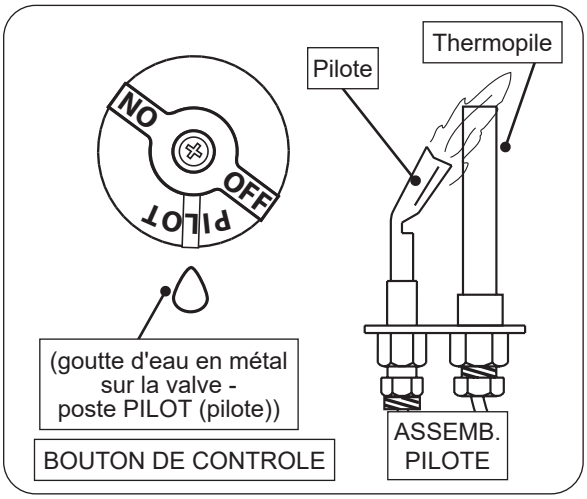

Fig. 47-1 Éclairage pilote
3. Localisez l'assemblage de la veilleuse sur le côté ou à l'arrière du bac du brûleur (voir Fig. 47-1).
4. Tournez le bouton de commande dans le sens antihoraire ↶ sur **PILOT (pilote)**. Appuyez **fermement et complètement** sur le bouton de commande et maintenez-le enfoncé. Tenez une allumette allumée à longue tige / un briquet au butane à long cou près du thermopile pour allumer la veilleuse.Continuez à maintenir le bouton enfoncé pendant environ une (1) minute après l'allumage de la veilleuse. Relâchez le bouton et il ressortira. La veilleuse restera allumée. Voir la Fig. 47-1. S'il s'éteint, répétez les étapes 2 à 4.